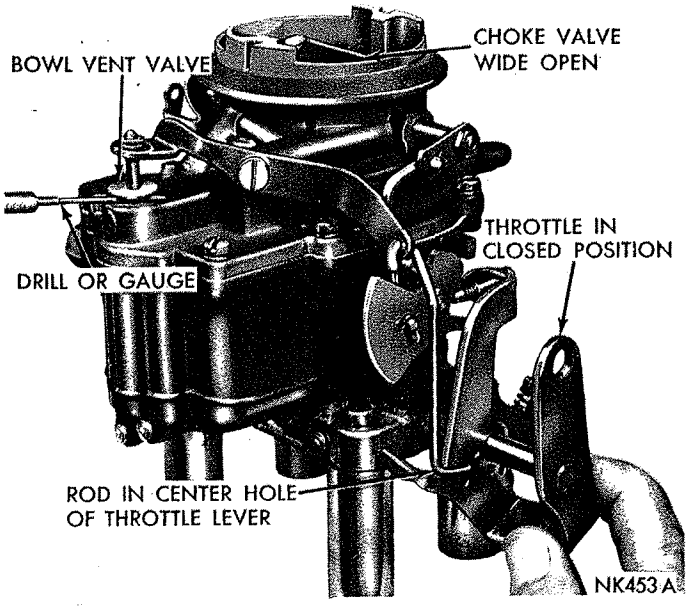

***Fig. 22—Checking Bowl Vent Valve Opening***
(1) Back off idle speed adjusting screw. Open choke valve, so that when throttle valves are closed, fast idle adjusting screw will not contact fast idle cam.
(2) Be sure pump rod is in medium stroke hole in throttle lever, and that bowl vent clip on the pump stem is in center notch.
(3) Close throttle valves tightly. It should be just possible to insert a .060 inch drill or gauge (Standard Carburetors) or a .050 inch drill or gauge (CAP Carburetors), between bowl vent and vent seat protruding through air horn, as shown in (Fig. 22).